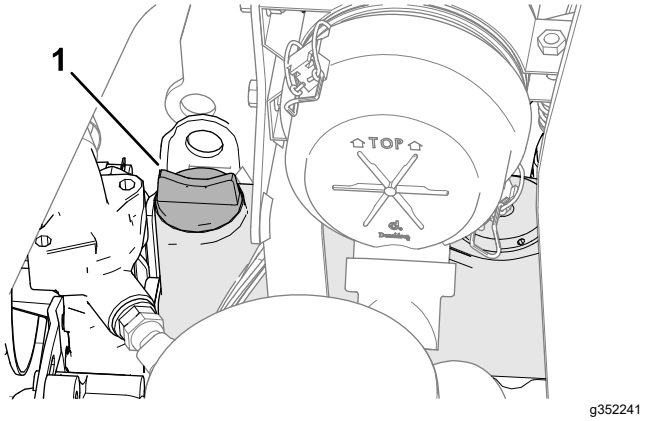

Rysunek 73
5. Jeżeli poziom oleju okaże się za niski, odkręć korek wlewu (Rysunek 73) i stopniowo dolewaj olej małymi porcjami, często sprawdzając jego poziom, aż zostanie osiągnięta kreska „full” na bagnecie.